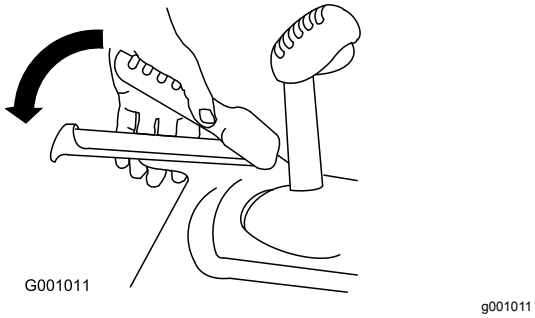

Figur 26
2. Aktivera hjuldrivningen och håll den på plats (Figur 26).